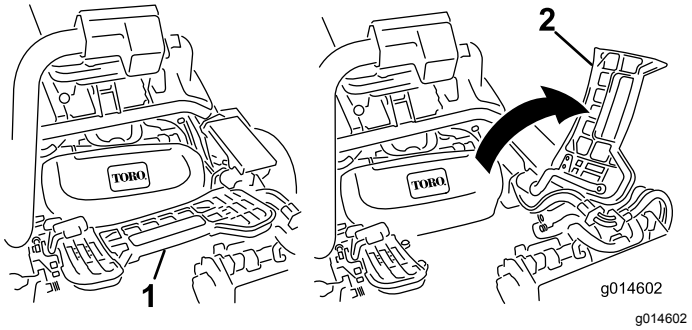

Figuur 52
2. Klap de voetsteun omhoog zodat u bij het middelste maaidek kunt (Figuur 52).